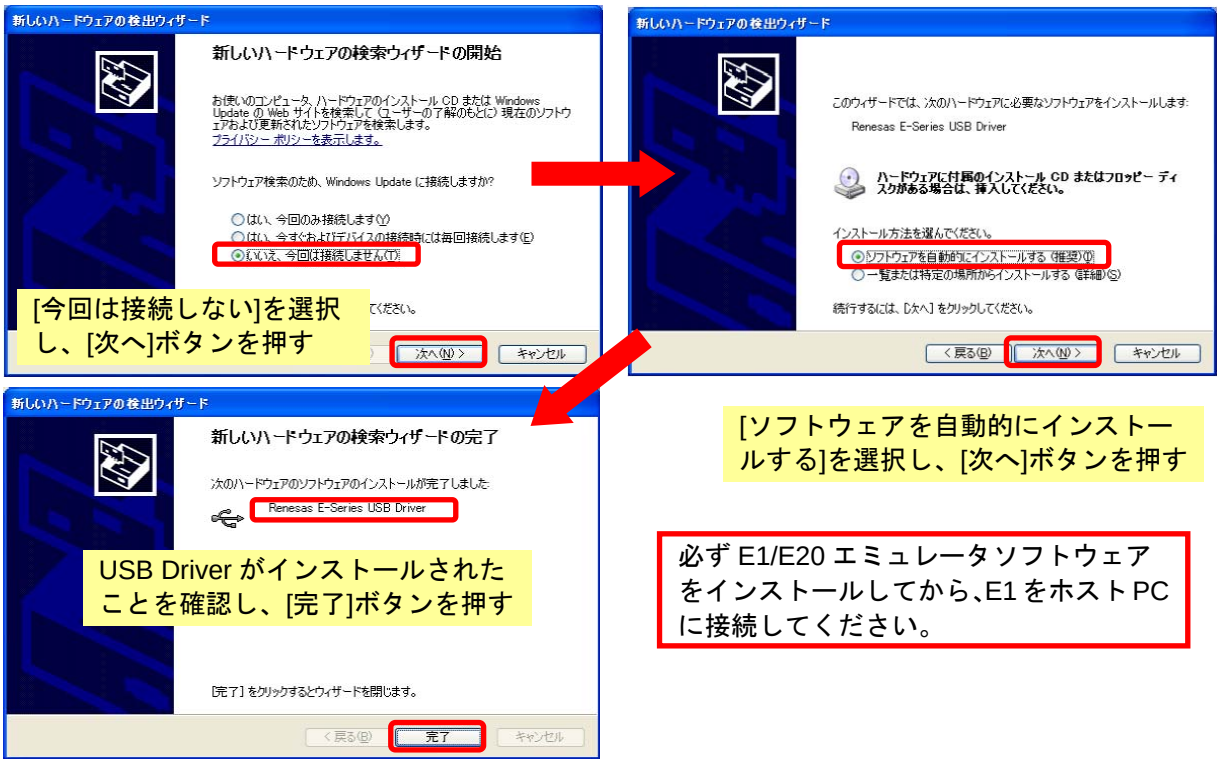

図 3.14　新しいハードウェアの検索ウィザード
(1) E1 エミュレータ本体とホストPCをUSBケーブルで接続してください。図 3.14のダイアログが表示されますので、説明に従いUSBドライバのインストールを行って下さい。